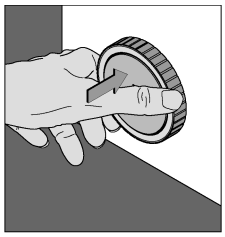

Bild 1
- Griffstück drücken (Bild 1),